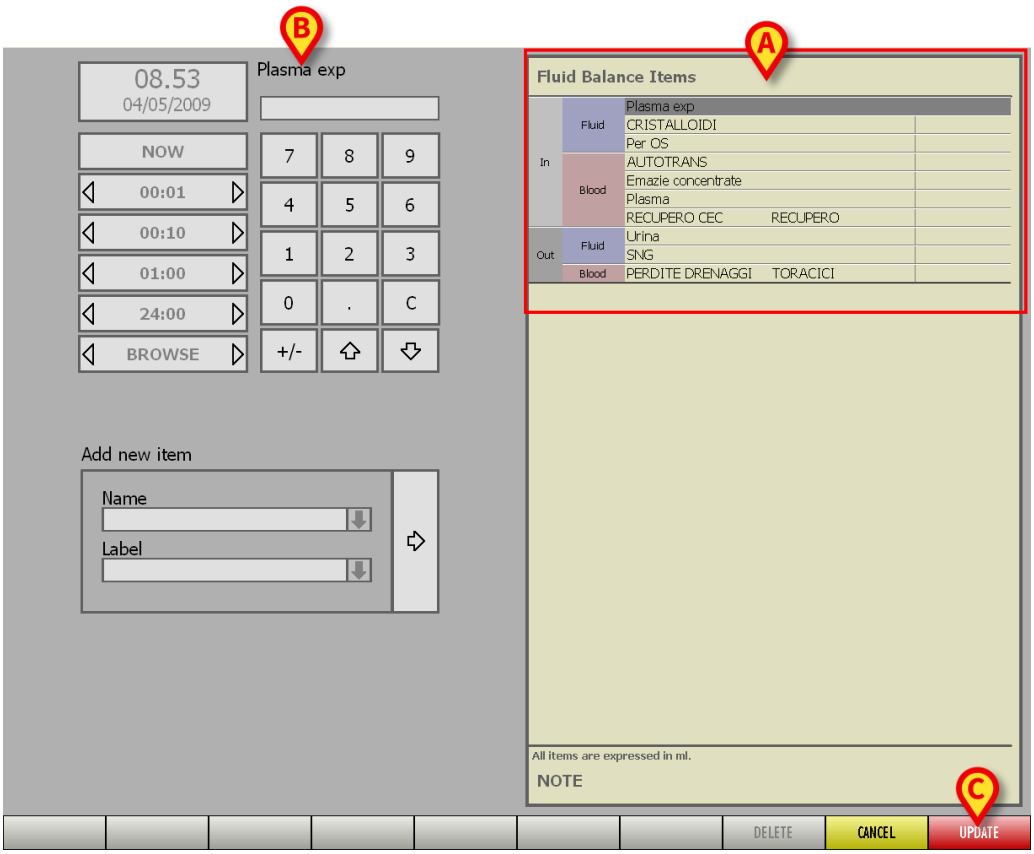
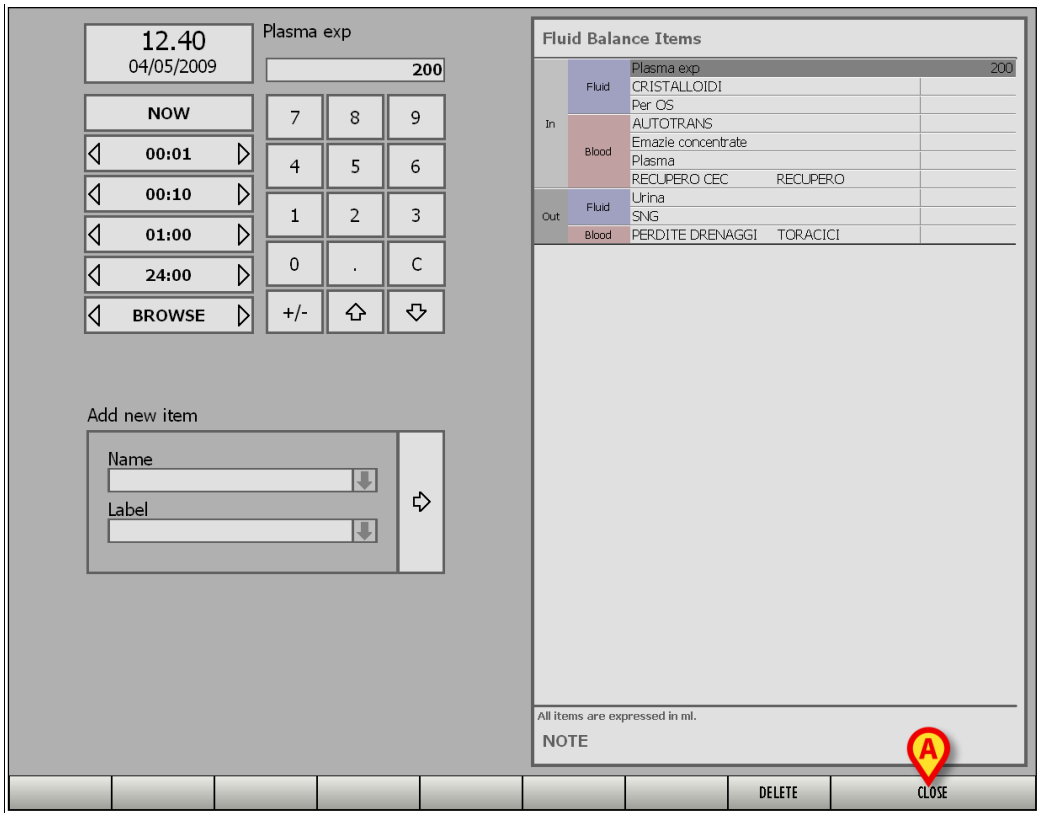
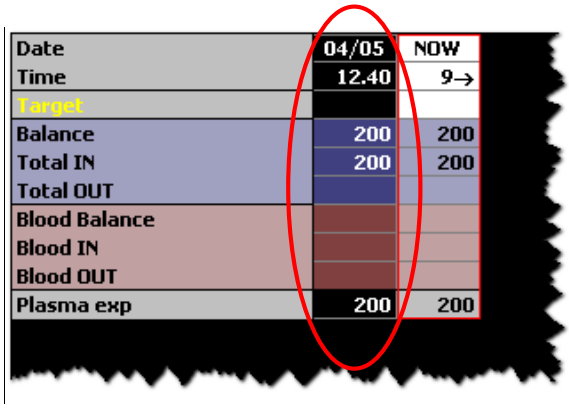

Fig 107 - Balance item specification
Fig 110
Fig 111
A screen making it possible to specify the details of the new value opens (Fig 107 - this screen is described in paragraph 7.8).
- Select, on the table on the right (Fig 107 **A**), the fluid balance item that must be added (click the name of the item to select it).
In Fig 107 the item "Plasma exp" is selected. The name of the selected item is displayed on the left, alongside the date/time indication (Fig 107 **B**). It is now necessary to specify the value of the balance item.
- Click the **Update** button on the command bar (Fig 107 **C**). The screen changes in the following way (Fig 110).
- Click the **Close** button (Fig 110 **A**) to go back to the module's main screen. The new value is displayed on the table (Fig 111).